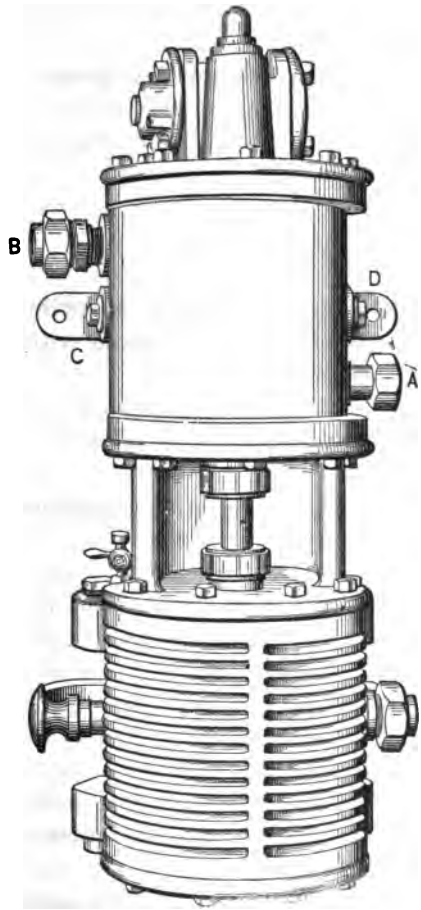

FIG. 38.—RIGHT AND LEFT-HAND PUMP.
Q. What is the difference between the nine and one-half inch pump shown in Fig. 38 and the one shown in Fig. 37.
Q. Explain the proper use of the connections as shown in Fig. 38.